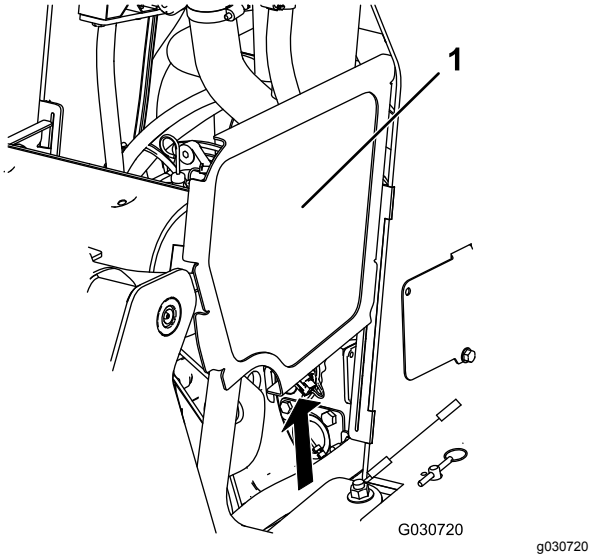

Figuur 35
2. Schuif de zijschermen (Figuur 35) omhoog en uit de sleuven in het voorscherm en het frame.